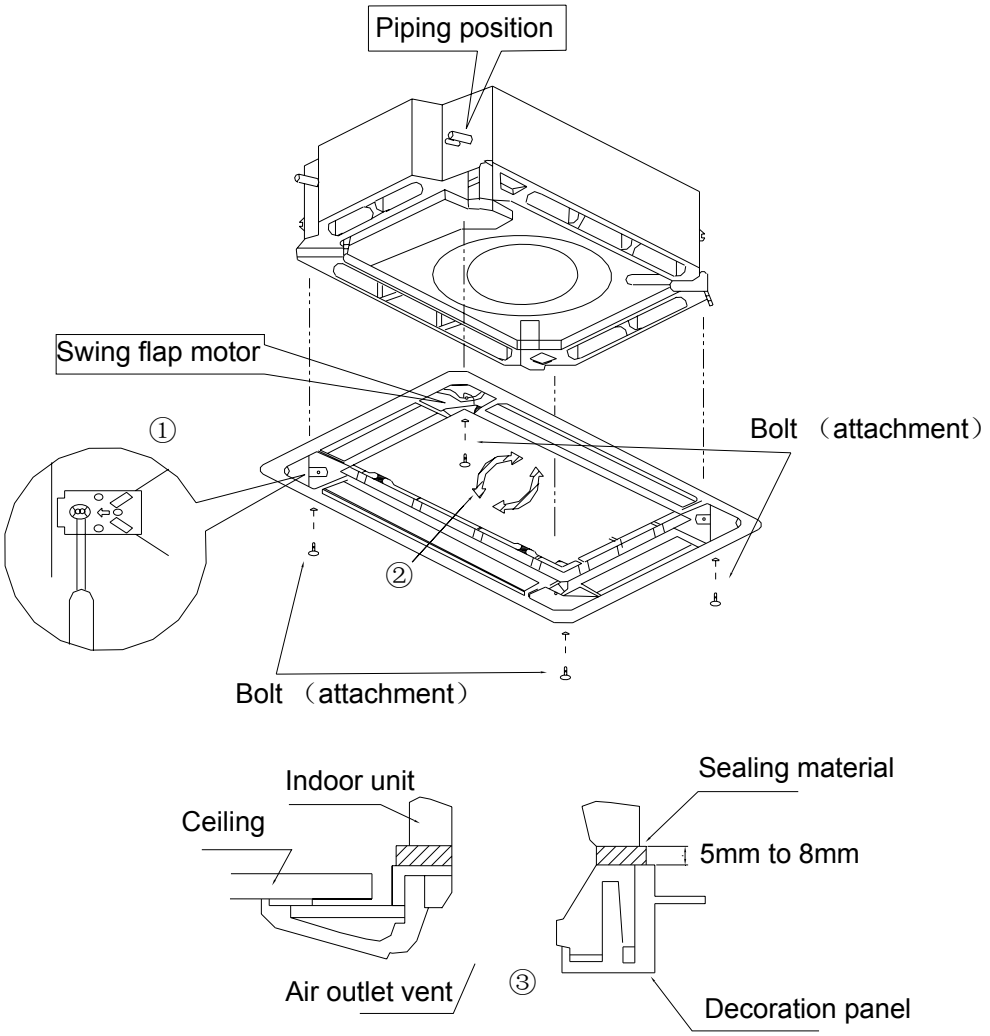

Fig 4
1. Set the panel to the indoor unit body by matching the position of the swing flap motor of the panel to the piping position of the panel to the piping position of the indoor unit as shown by fig.4.
① Screw the 4 hexagon head screws under the latches in about 15mm. (The panel would rise)
② Adjust the panel by turning it toward the direction pointed by the arrow as shown in fig.4, so that the adjust board connect the ceiling well.
③ Tighten the screws until the thickness of the sealing material between panel and indoor unit reduced to 5-8mm.